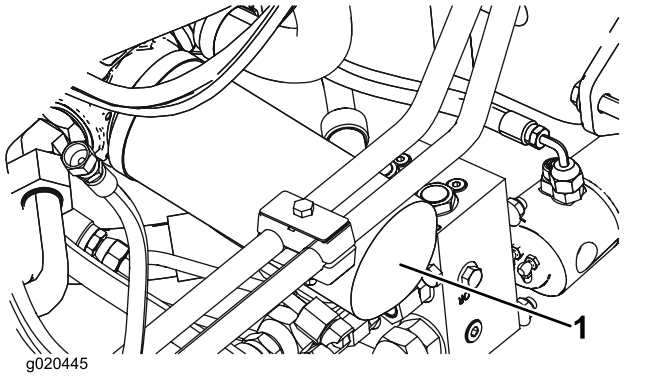

Figur 100
2. Rengør det område, hvor filteret monteres. Anbring en drænbakke under filteret, og afmonter filteret (Figur 100).